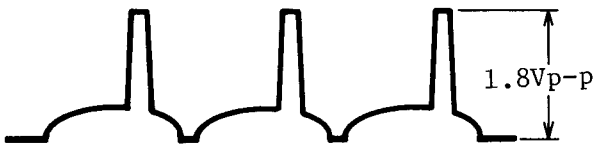

Fig. 6-(A)
4. Adjust the beam control VR605, so that signal clipping occurs at 1.8 volts peak-to-peak (see Fig. 6).